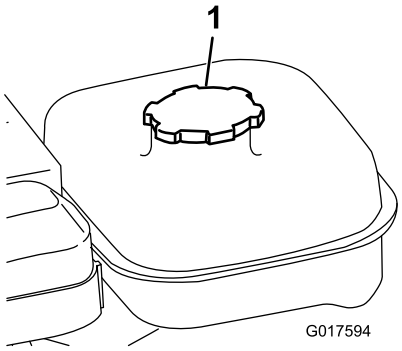

**Figur 16**
1. Rengør området omkring brændstoftankens dæksel, og fjern dækslet fra tanken (Figur 16).